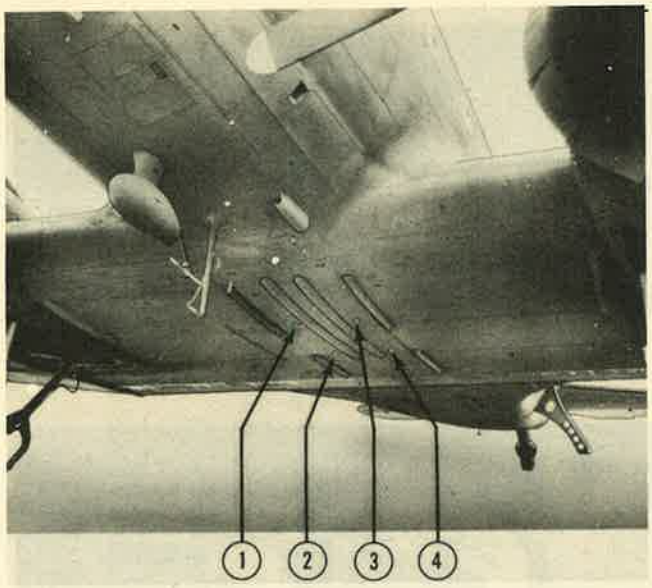

Figure 70—Fuel Tank Drain Points
(7) DRAINING FUEL TANK SUMPS.—In various ways (mostly by condensation or sweating), small quantities of water get into the fuel tanks. Being heavier than fuel, the water seeks a lower level in the tanks. This is tapped by opening drain cocks at the bottoms of the sumps, which are located on the under side of the center wing, under the fuselage. (See figure 70.) These cocks, which are safetied with wire, should be opened every time the tanks are filled and again at the end of each flight, so that the water can be drained out. When the cocks are closed, they must be resafetied. Much of the condensation or sweating, within fuel tanks, occurs soon after landing. Therefore, it is advisable to service with fuel as soon as practicable after the airplane has landed, thus preventing condensation of water vapor on the inside of the fuel tanks.
(a) REMOVING FUEL FROM MAIN AND AUXILIARY TANKS.—Fuel is removed from the main or auxiliary tanks by either of two methods: by draining from the four drain cocks located on the under surface of the center wing beneath the fuselage, as shown in figure 70, or by pumping through the filler neck of each tank. Pumping is usually more satisfactory because it is faster. If the fuel is to be removed from all four tanks (two auxiliaries and two mains), the fuel in the main (forward) tanks must be removed *first.*
(9) FILLING FUEL TANK CORROSION-PREVENTIVE CARTRIDGES.—Located at the bottom of each main and auxiliary fuel tank sump is a plug-screw assembly containing the sump drain cocks (figure 70), and also containing a cartridge filled with potassium chromate crystals. These crystals prevent corrosion in the fuel tanks. The cartridge must be removed, cleaned, and refilled with potassium chromate crystals every 300 hours (every sixth 50-hour inspection). The plug-screw